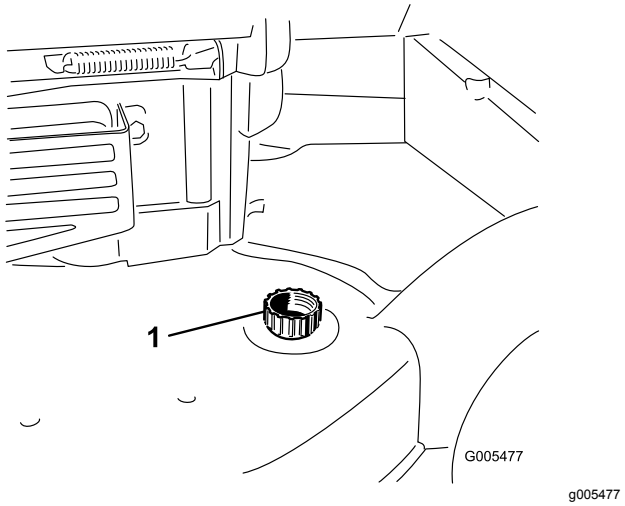

Figuur 28
4. Bevestig een tuinslang die aangesloten is op een kraan aan de wasaansluiting (Figuur 28).